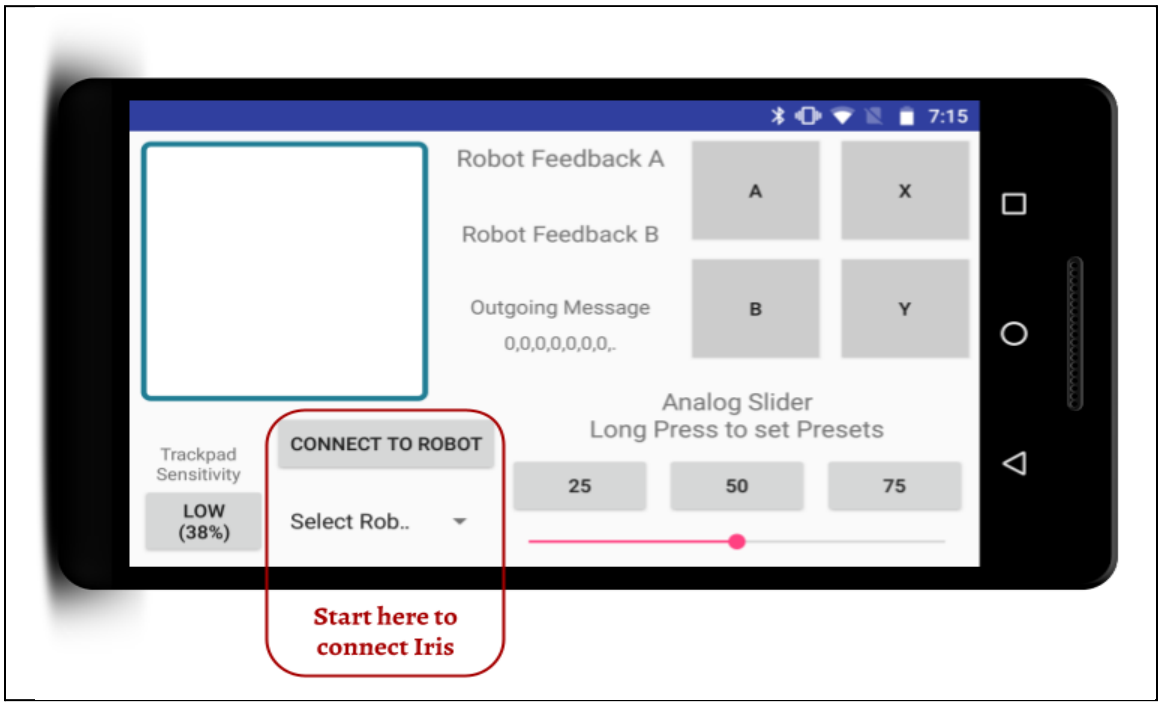

***Figure 27: Iris Robot Platform app***
4. **Connect the app to the robot.** On the mobile app, use the dropdown menu to choose the device Iris then hit the button labeled "Connect to robot". Once the robot has been connected this button will turn green with the label "Disconnect". See Figure 27 on the next page.